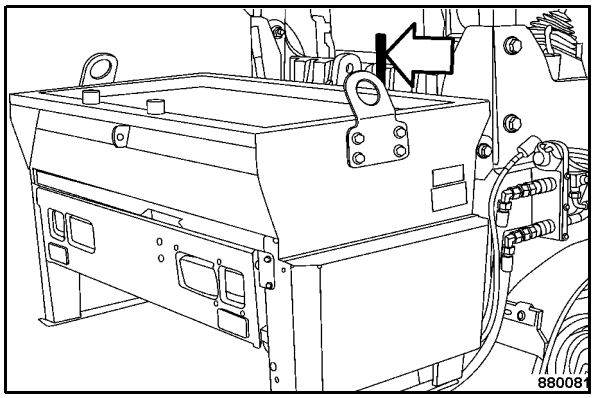

Fig. 101
- Operate the lever (Fig. 101) to slide the chip spreader to left or right to the desired speading position.